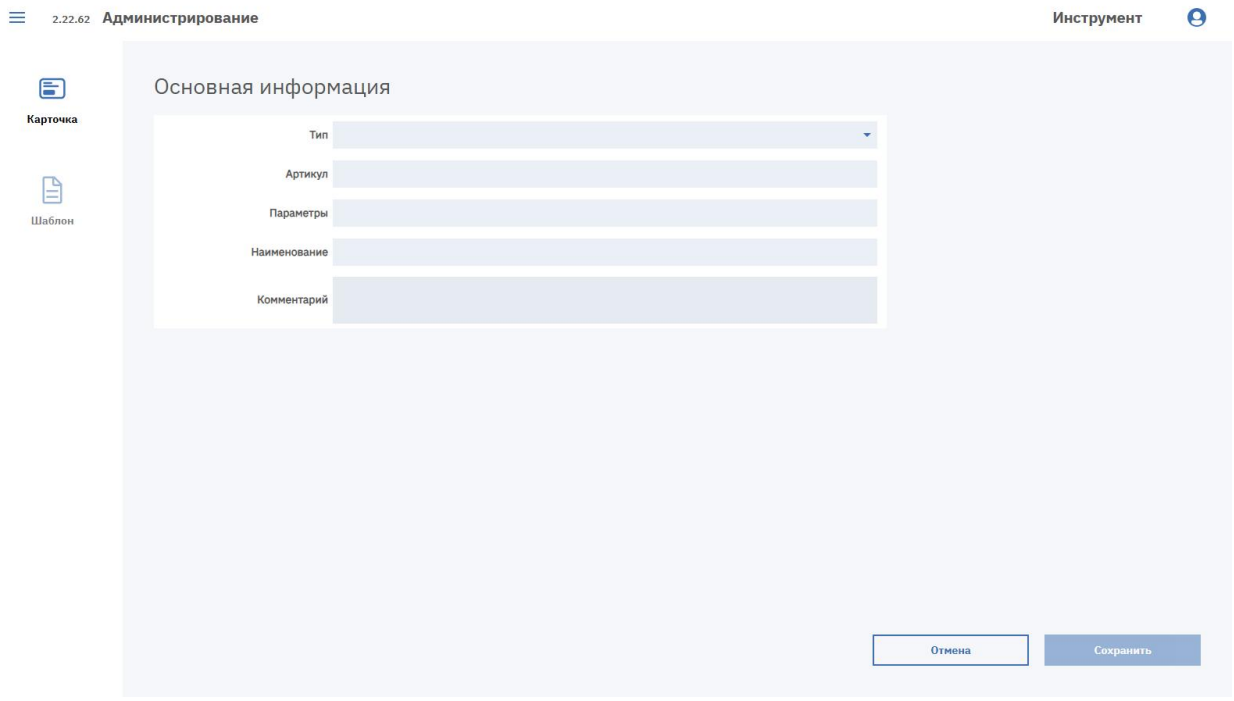

Рисунок 29. Форма добавления шаблона ШК
1. Нажмите кнопку «Добавить шаблон». В новой вкладке откроется форма «Основная информация» (см. Рисунок 29).